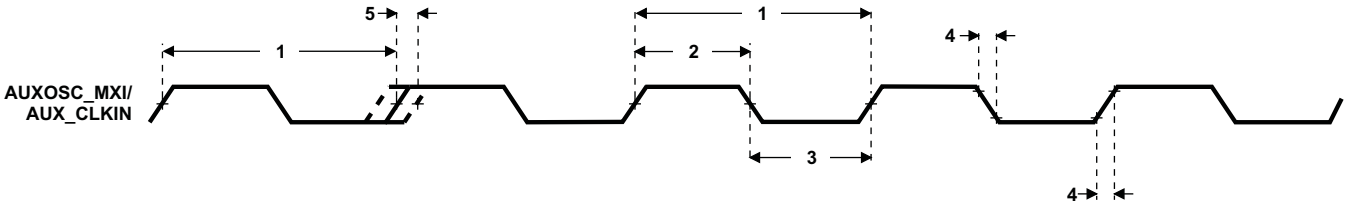

Figure 7-13. AUX_MXI/AUX_CLKIN Timing
Table 7-16. Timing Requirements for AUX_MXI/AUX_CLKIN (1) (2) (see Figure 7-13)